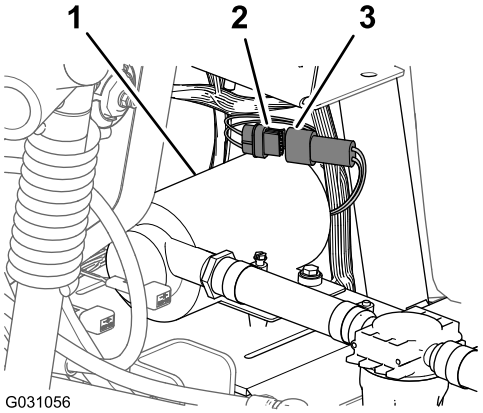

Figur 238
1. Tilslut konnektoren med 6 ben fra skyllepumpens ledningsnet til konnektoren med 6 sokler fra det bageste primære ledningsnet (Figur 238).